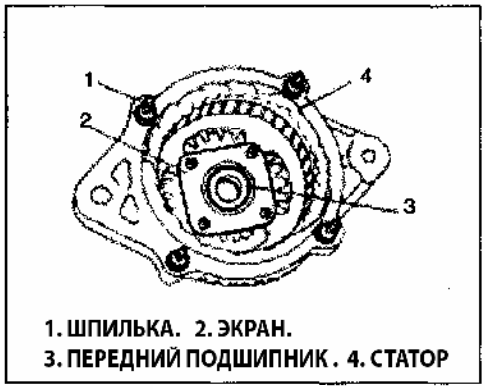

Рис. 246
12) При необходимости, снимите 4 винта и экран, и затем передний подшипник (Рис. 246).